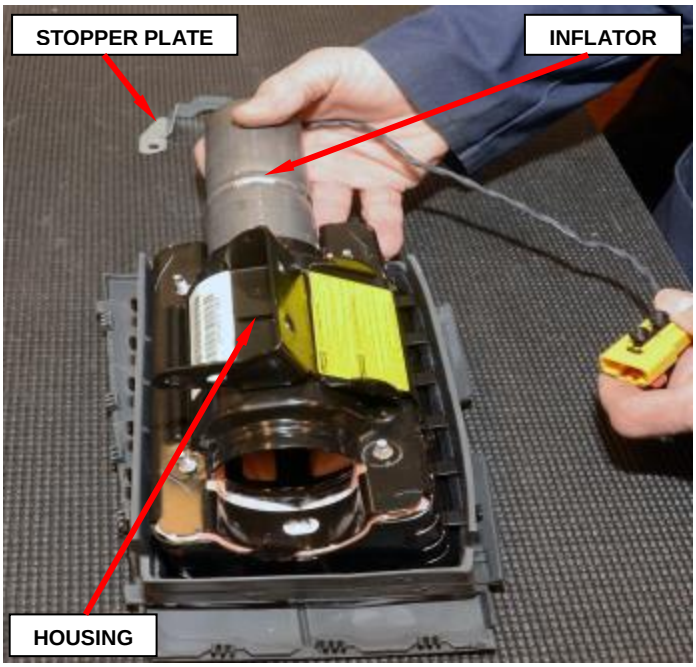

**Figure 47 – Inflator Removal**
f. Slide the inflator out of the housing (Figure 47).